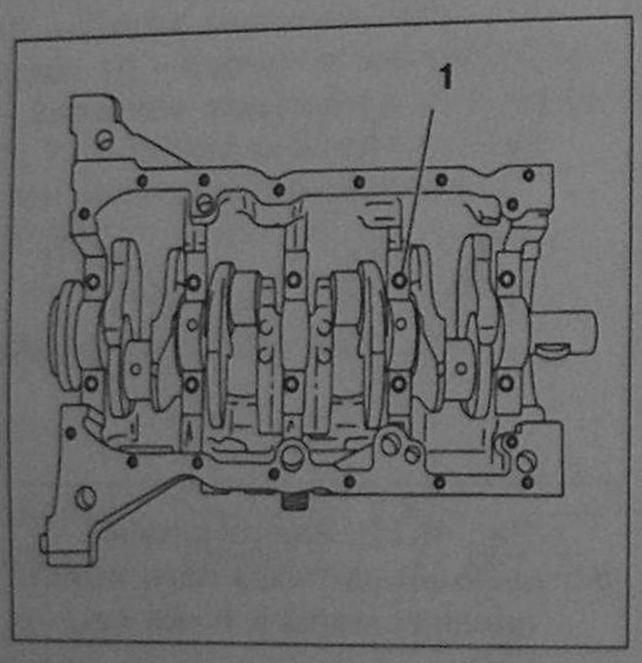

Рис. 4.14. Установите коленчатый вал.
8. Затяните винты **1** моментом 20 Нм (рис. 4.14).